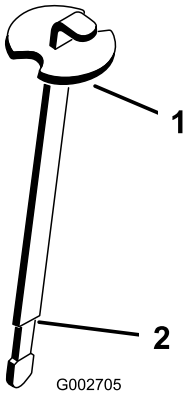

**Figur 16**
3. Ta ut oljestickan ur påfyllningsröret och torka av den med en ren trasa. För in oljestickan i påfyllningsröret, och ta sedan ut den igen och kontrollera oljenivån. Oljenivån ska nå upp till markeringen (det smalare området) på oljestickan (Figur 16).